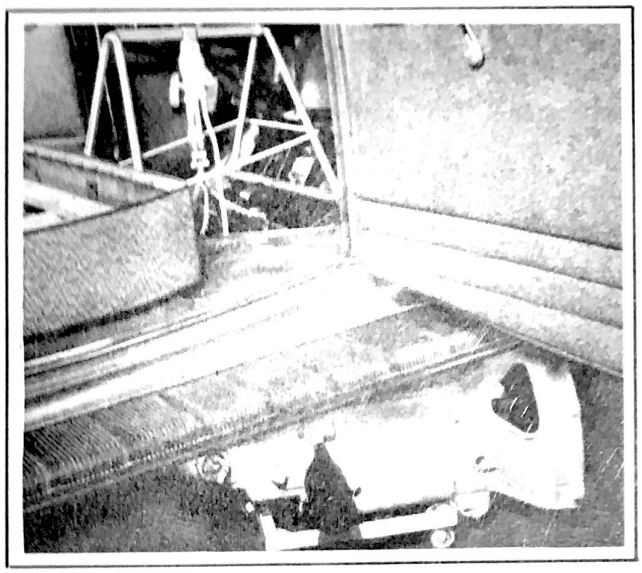

Figure 223 Transmission Hoist and Cradle
1. The transmission can be removed from inside the car. If car is equipped with overdrive the transmission with overdrive should be dropped onto the dolly of J-1502-H. (See Fig. 223).